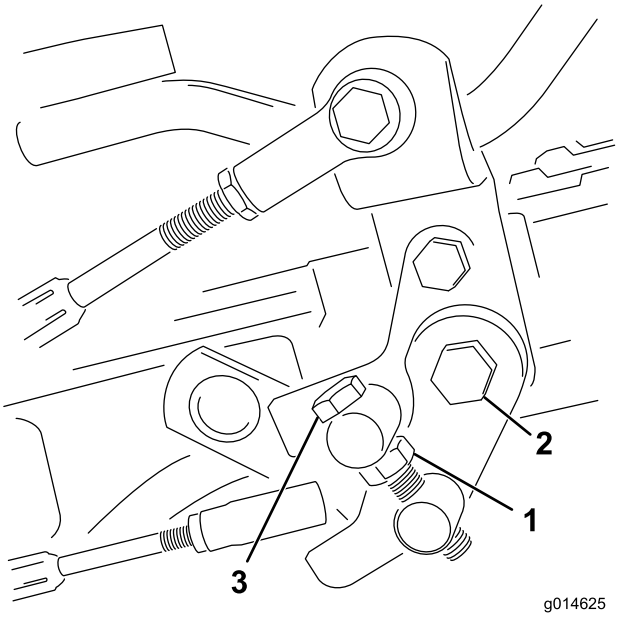

Figur 53
1. Løsn kontramøtrikken på trækbøjlen (Figur 53).
4. Tilspænd kontramøtrikken på tappens maskinskrue og møtrikken på pedalens drejetap for at låse justeringen (Figur 53). Kontroller justeringen, og juster som påkrævet.